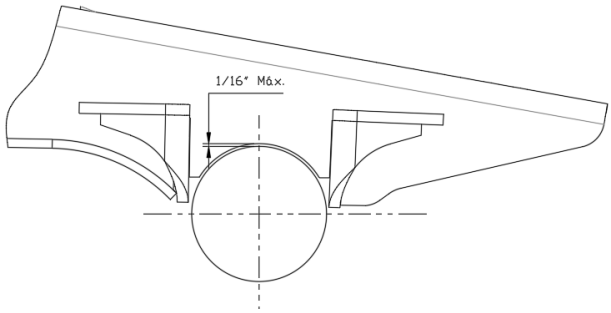

Figura 4. Separación máxima entre eje y brazo
3. Al asentar el brazo sobre el eje, debe existir contacto entre el eje y la cara cilíndrica del brazo al menos en un punto; siendo la separación máxima entre eje y brazo de 1/16” (ver figura 4)